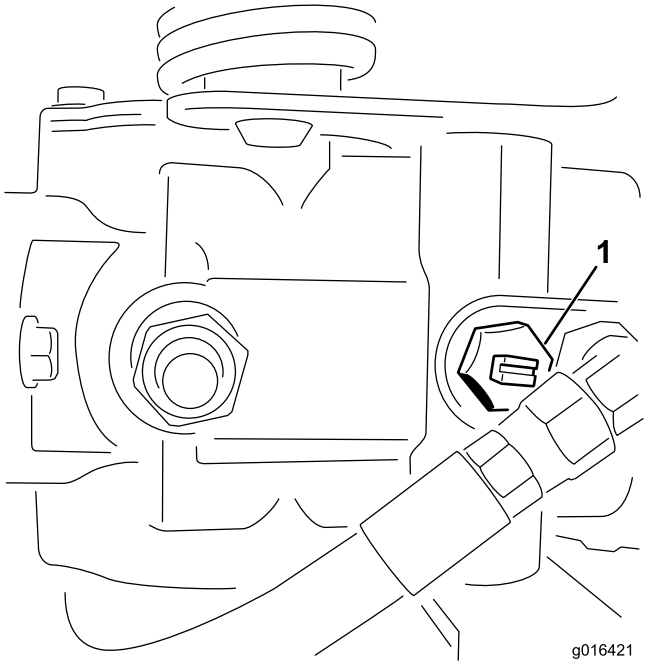

**Figur 33**
1. Finn omløpsventilen på pumpen, og vri den slik at åpningen står vertikalt (Figur 33).
2. Før du starter motoren, må du stenge omløpsventilen ved å vri den slik at åpningen står horisontalt (Figur 33).